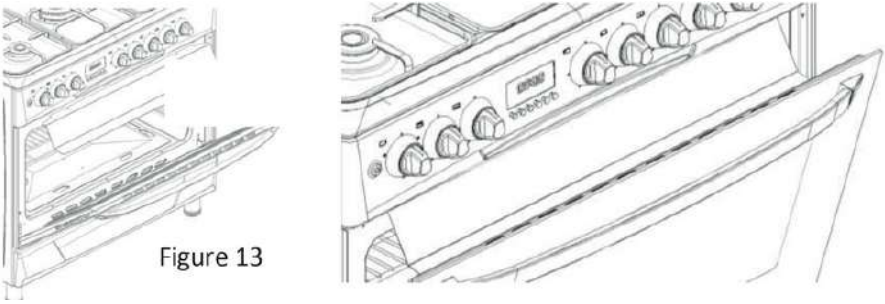

Figure 13
- When using the upper burner in case of the gas ovens, the oven door opens asshown in the figure 13.